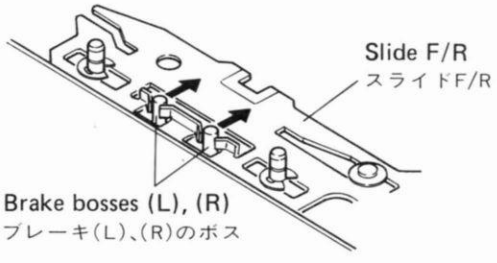

Fig. 2-7
Note 2: When reinstalling the sub-chassis unit to the base mechanism unit, move the bosses of brakes (L) and (R) shown in Fig. 2-7 in the direction of the arrows.
注2．サブ・シャーシー・ユニットをベース・メカ・ユニットに組込む際には，図2-7 のブレーキ(L),(R) のボスを矢印方向に動かすこと．